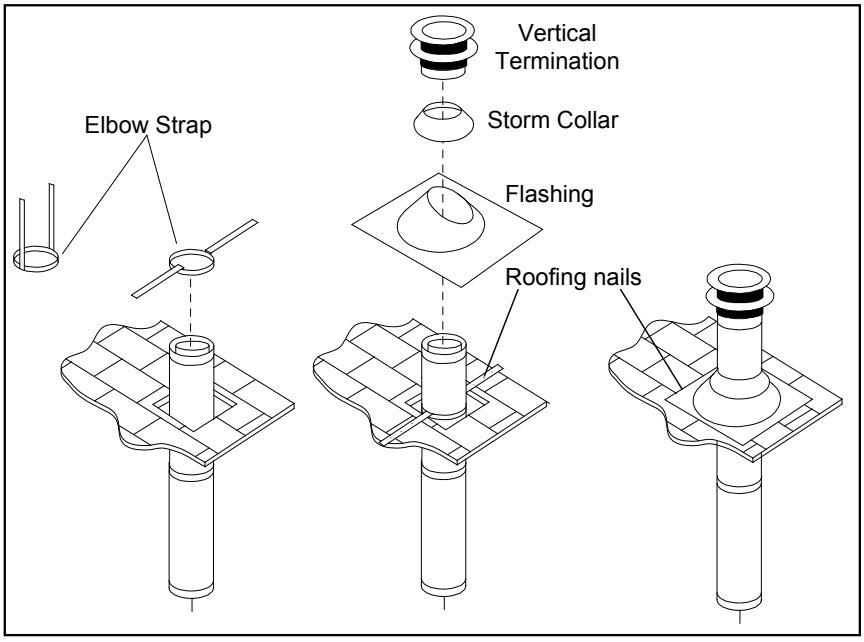

**Figure 23. Vertical Vent Termination**
**STEP 6.** Once the pipe sections have been joined, and run up through the hole in the roof, slip an elbow strap over the exposed sections, bend the support straps outwards, and push the elbow strap down to the roof level, as shown in Figure 23. Tighten the clamp around the pipe section. Use a level to make sure the pipe is truly vertical. With roofing nails, secure the support straps to the roof. Seal the nails holes heads with non-hardening mastic. Trim the excess length of the support straps that extend out beyond the edge of the flashing.
**STEP 9.** Slip the storm collar over the pipe, and push it down to the top of the roof flashing as shown in Figure 23. Use the non-hardening sealant around the joint between the pipe and the storm collar.